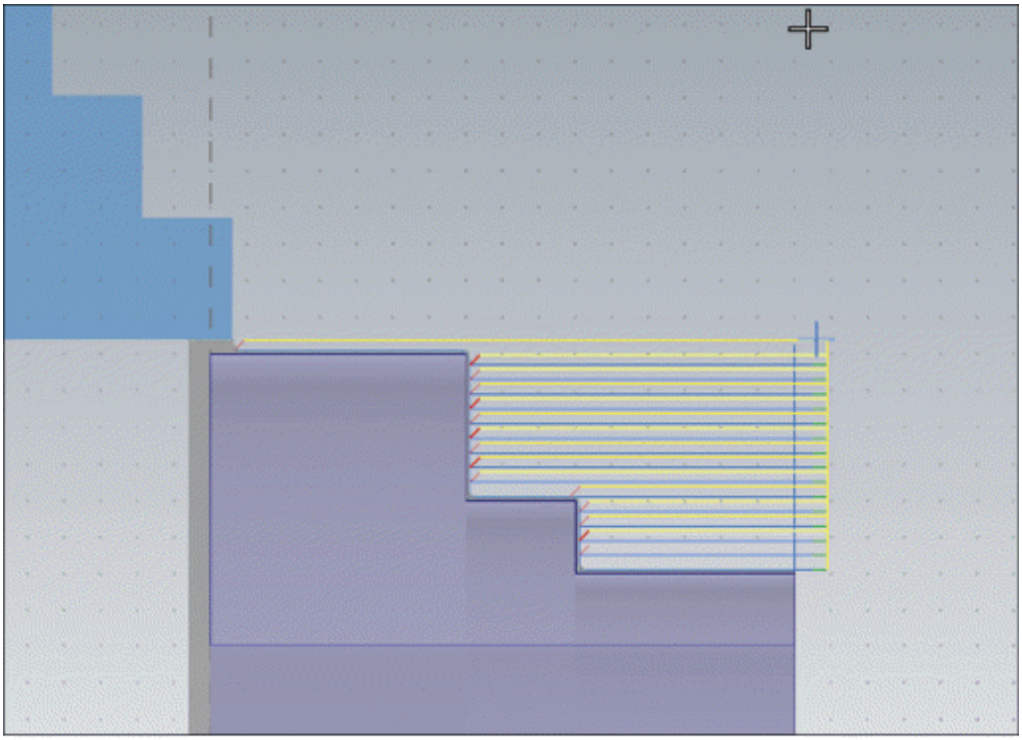

Figure-122. Lathe rough toolpath generated
- Click on the **OK** button from the dialog box and then click on the **OK** button from the **Lathe Rough** dialog box. The toolpath will be generated; refer to Figure-122.